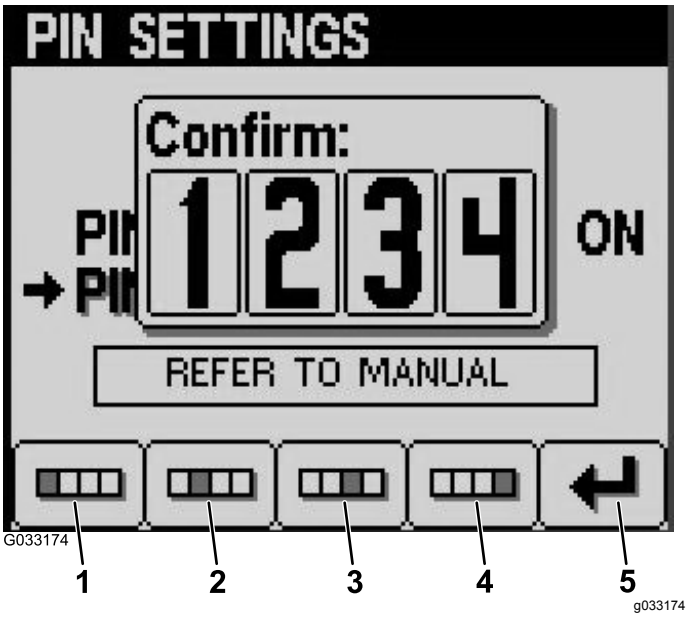

**Figur 26**
8. Bekräfta din nya PIN-kod med knapparna 1–4 och tryck på knapp 5 när du har matat in PIN-koden (Figur 26).